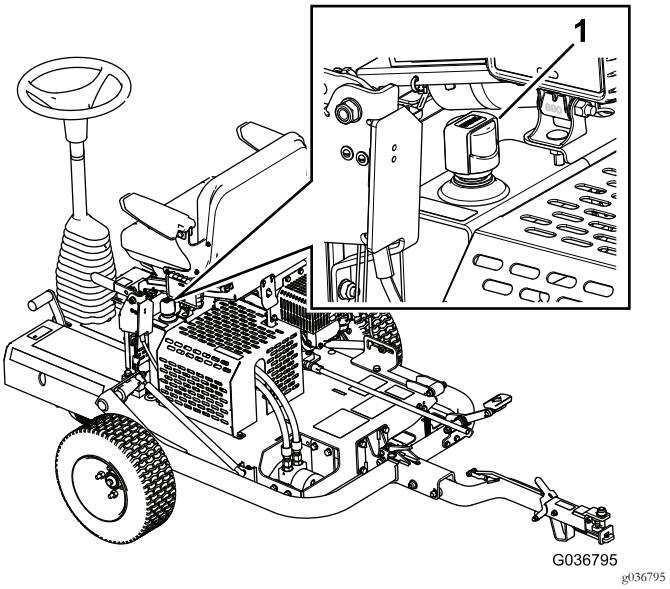

**Figur 21**
3. Ta bort hydraultanklocket och kontrollera vätskenivån på oljestickan (Figur 21).